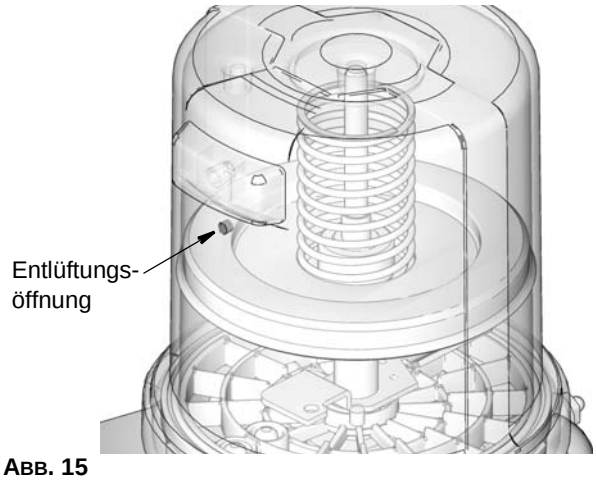

Abb. 15
3. Befüllen Sie den Schmiermittelbehälter mit Schmiermittel, bis die Dichtung der Druckfolgeplatte die Entlüftungsöffnung erreicht (Abb. 15) und der Großteil der Luft aus dem Schmiermittelbehälter verdrängt worden ist.